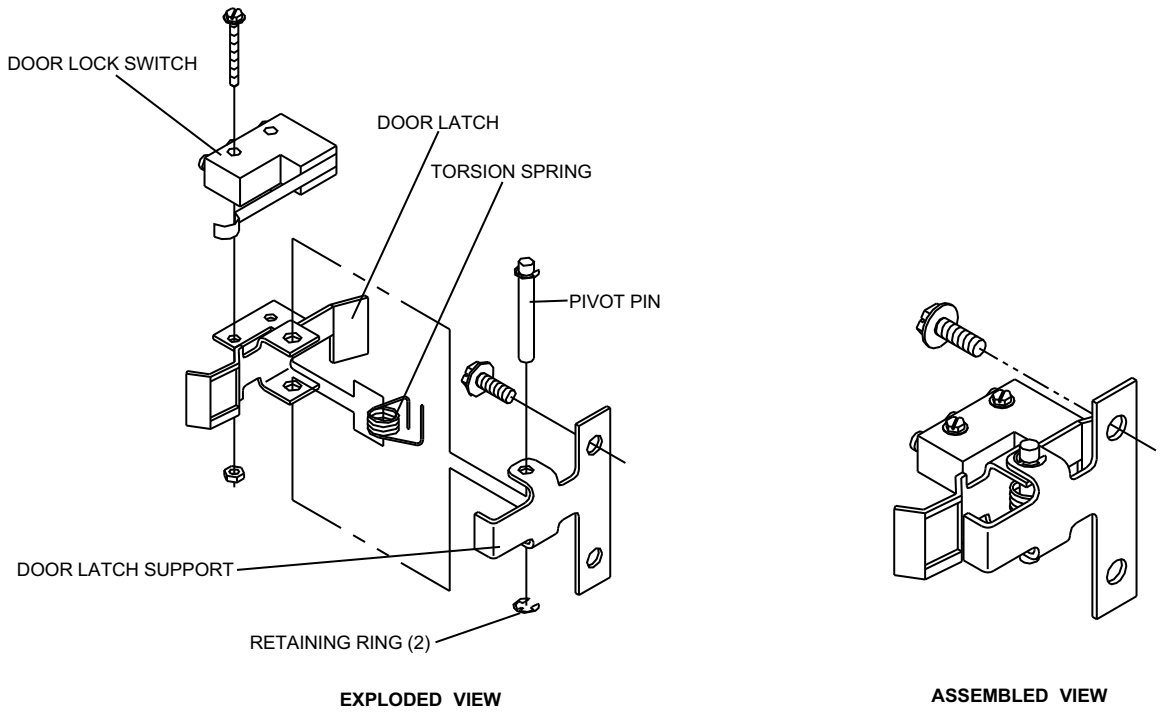
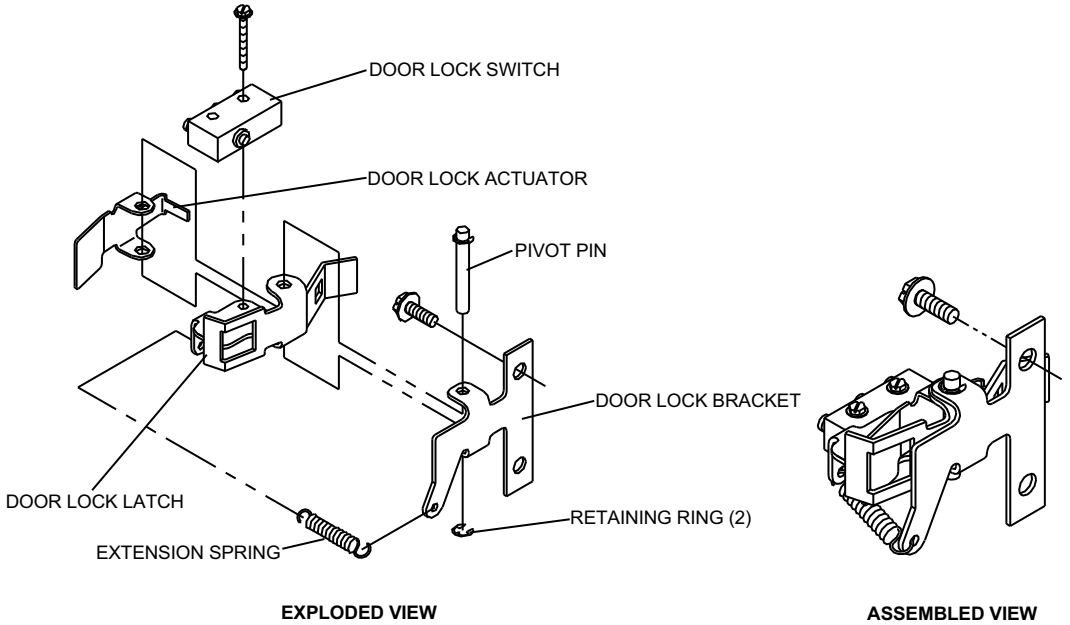

Figure 7-24. Door Latch Assembly (Type A)
Figure 7-25. Door Latch Assembly (Type B)
To replace the door lock switch, see *Figure 7-24* or *Figure 7-25*, and proceed as follows:
5. For type B locks only, remove the extension spring from the door lock bracket and latch *(see Figure 7-24)*.